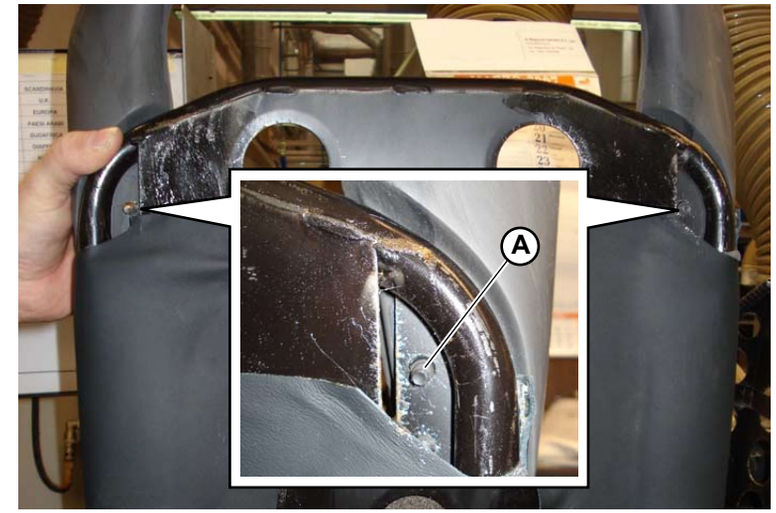

Fig.4
1. Position the headrest in the upper part of the seat so that the two stud bolts at the end of its arms are inserted into the two holes on the seat's structure (**A-Fig.4**). Make sure that the headrest and the seat are properly aligned and fit perfectly.
2. Tighten the bolts onto the 4 screws (**A-Fig.4**) of the new headrest, securing the latter to the seat.